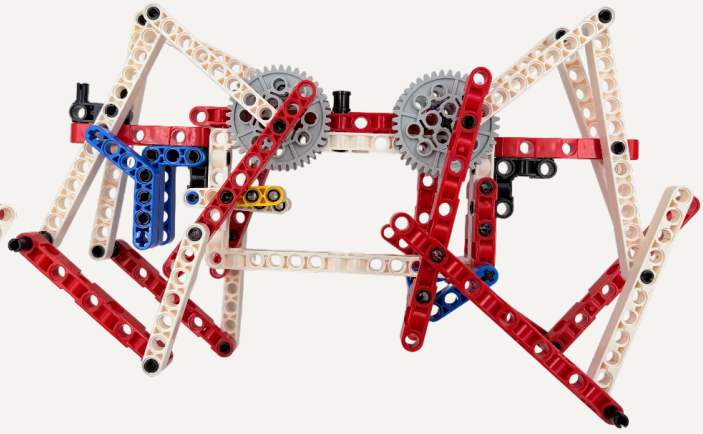

Рисунок 49
Слева снизу на балке (13) закрепите 2х стороннюю балку (9). Установите короткий штифт на конце балки. Соедините 2х стороннюю балку (9) и балку (11) при помощи балки (7). Справа на балке (13) закрепите балку (11). Соедините балку (11) и 2х стороннюю балку (13) при помощи крепления из штифта с осью и стопорной втулкой. Соедините балки при помощи 2х сторонней балки (13) между собой – рисунок 49.